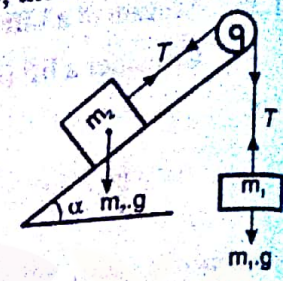

Fig. 1.28
3. When the plane is a smooth inclined plane, as shown in Fig. 1.28, then